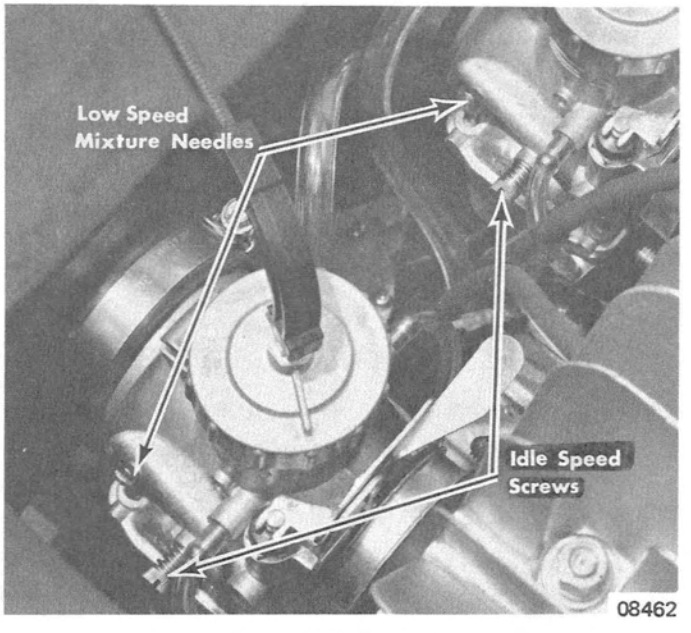

Figure 1. Carburetors
d. Refer to "Jet Needle Adjustment", preceding, and check location of "E" ring in jet needle slots. (Figure 1)
1. Remove carburetor air intake silencer from carburetors and turn idle speed screws (Figure 1) on carburetors outward (counterclockwise) until they no longer contact throttle valves.
a. Turn low speed mixture needles (Figure 1) inward (clockwise) until they seat lightly.
a. Turn idle speed screws (Figure 1) outward (counterclockwise) until they no longer contact throttle valves.
2. Set idle speed screws (Figure 1) to attain recommended idle RPM (refer to "Specifications" Section 8). Turn idle speed screws inward (clockwise) to increase idle RPM or outward (counterclockwise) to decrease idle RPM.